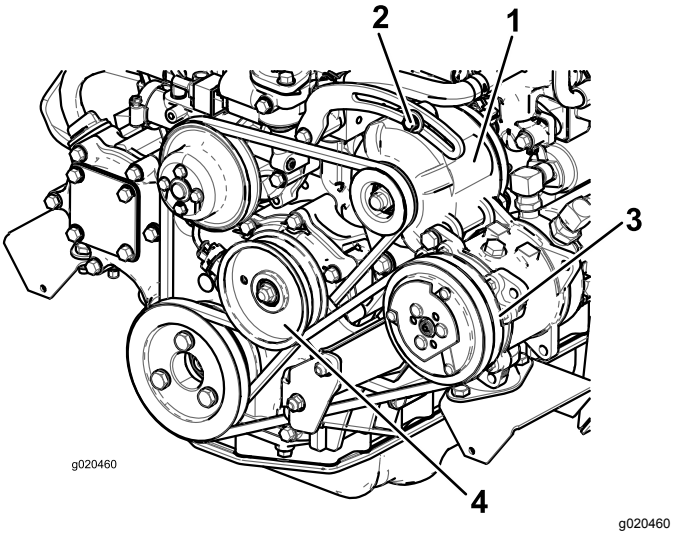

Figur 76
Hvis afbøjningen ikke er 10 mm, skal generatorens monteringsbolte løsnes (Figur 76).
2. Hvis afbøjningen ikke er 10 mm, skal styreremskivens monteringsbolt løsnes (Figur 76).